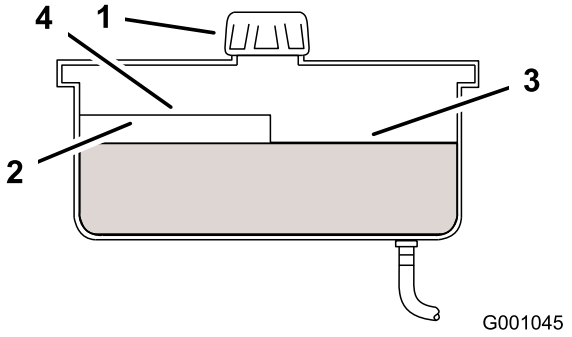

**Figur 78**
2. Rengör området runt påfyllningsröret till hydraultanken (Figur 78).
3. Skruva av tanklocket på påfyllningsröret. Titta inuti och kontrollera om det finns någon olja i behållaren (Figur 78).
**Obs:** Oljenivån ska nå upp till överkanten på markeringen för varmt på skärmen, när oljan är varm (Figur 78).